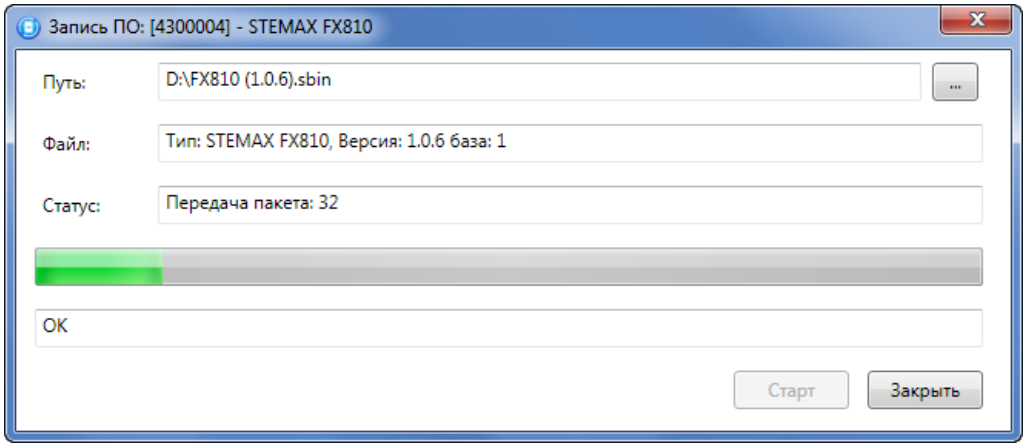

Рисунок 7.2 – Окно *Запись ПО*
2. В открывшемся окне *Запись ПО* (см. рисунок 7.2) укажите путь к файлу новой версии встроенного ПО контроллера на вашем ПК (файл имеет расширение **.sbin**) и нажмите кнопку *Старт*.